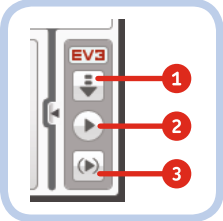

Figure 5-3: The Controller is shown when the Hardware Page is collapsed. The buttons are Download (1), Download and Run (2), and Download and Run Selected (3).
5. **Hardware Page**: Use this to manage the connection to your EV3 Brick, see sensor and motor readings in real time, browse the EV3 Brick's memory, and more. Even when collapsed, this still shows the **Controller** (Figure 5-3), allowing you to *Download* (1), *Download and Run* (2), and *Download and Run Selected* blocks (3). When a program is running, the (2) button changes to *Stop*. The Download command sends all project data (including other programs, images, and sounds) to the EV3 Brick before running the program. Using Download and Run sends all the project data and runs the program you are currently working on. Using Download and Run Selected is quicker because it allows you to download and run only the selected chunk of a program. When a project gets large, downloads can become time consuming, especially if you just need to test a couple of blocks!
Save the project now with the name *myROV3R*, and test the program on ROV3R by pressing the **Download and Run** button in the Hardware Page Controller [Figure 5-3(2)].
To tune the parameter for the first block, move the robot 20 cm by hand, using a ruler for reference. The Port View should show about 520 degrees for each motor. That's the measure of how much each wheel has turned to travel 20 cm forward; enter this value in the **Degrees** input of the first Move block. The actual value might differ due to wheel slippage and other mechanical accidents, so try the Move Steering block by selecting it and clicking **Download and Run Selected** [Figure 5-3(3)]. With a ruler, measure the distance traveled, and adjust the Degrees parameter as necessary.